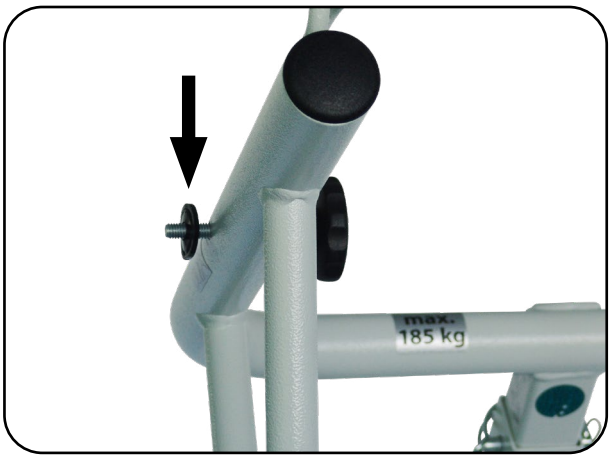

Abb. 6.2.4.03 - Distanzscheibe
4. Halten Sie die Sterngriffschrauben fest und drehen Sie den seitlichen Zusatzgriff mit der Hand auf die Sterngriffschraube auf. Achten Sie darauf, dass die Distanzscheiben zwischen dem seitlichen Zusatzgriff und dem Hebearm platziert sind (Abb. 6.2.4.04).